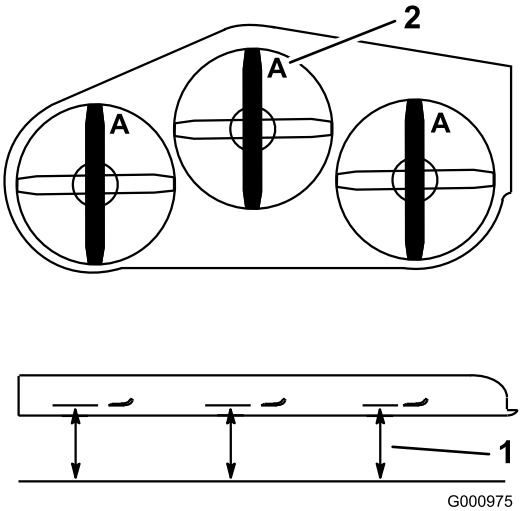

Figura 90
3. Gire las cuchillas hasta que los extremos estén orientados hacia adelante y hacia atrás (Figura 90). Mida desde una superficie nivelada hasta el filo de corte, posición **A**, de las cuchillas (Figura 90). Anote esta dimensión.